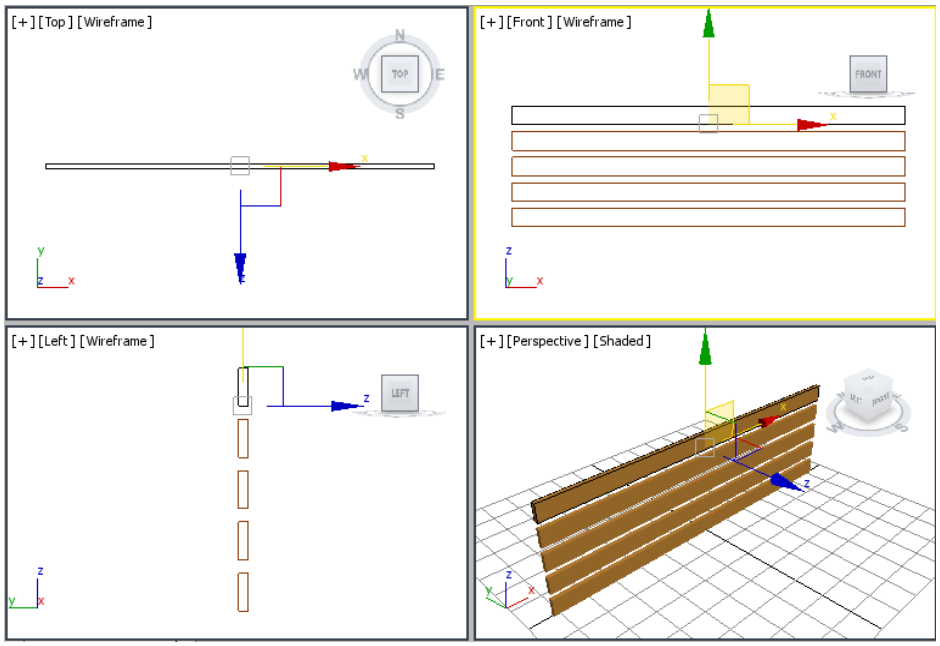

Figure 2-65 *Horizontal back supports displayed in viewports*
8. Choose the **Zoom Extents All** tool from the viewport navigation controls; the horizontal back supports are displayed in viewports, as shown in Figure 2-65.